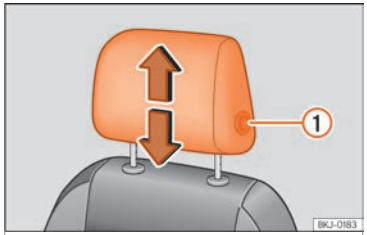
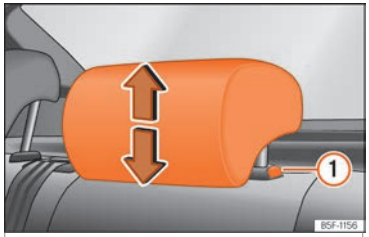

Fig. 109 Banco dianteiro: ajuste do encosto de cabeça.
Fig. 110 Encosto de cabeça traseiro: ajuste do encosto de cabeça.
deve pressionar o botão ››› Fig. 109 ①; no caso dos traseiros é apenas necessário pressionar o botão ››› Fig. 110 ① para baixá-los ››› ⚠ em Introdução ao tema na página 135.
• Pressione o botão lateral ››› Fig. 109 ① e retire o encosto de cabeça.